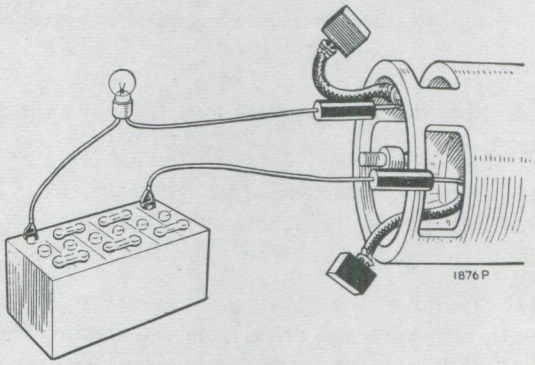

Fig. 18. *Checking field coils for open circuit*
(1) Test the field coils for continuity by connecting a 12-volt battery with a 12-volt bulb in series between the tapping points of the field coils at which the brushes are connected. Failure of the lamp to light indicates an open circuit in the wiring of the field coils. (Fig. 18).
(2) Lighting of the lamp does not necessarily mean that the field coils are in order, as it is possible that one of them may be earthed to a pole shoe or to the yoke. This may be checked with a 110 volt a.c. test lamp, the test leads being connected to one of the field coil tapping points and to a clean part of the yoke. Should the lamp light it indicates that the field coils are earthed to the yoke.